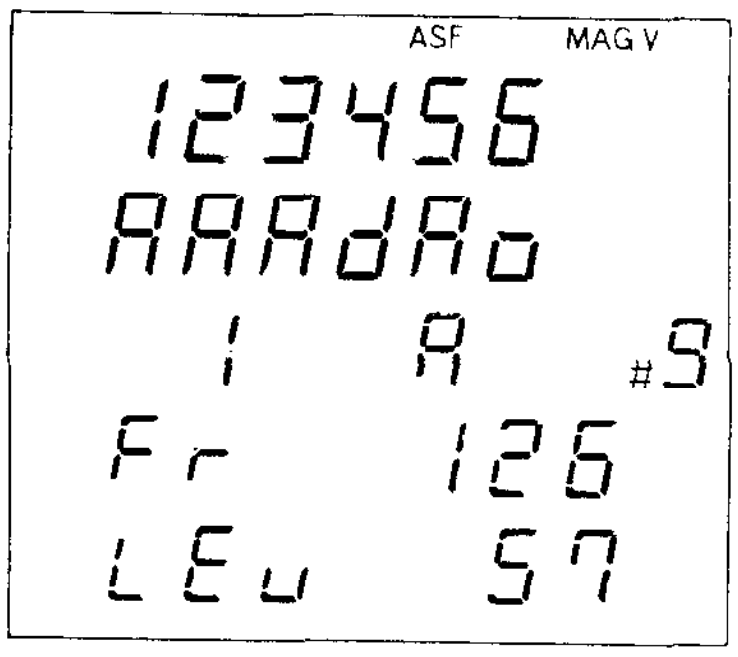

Fig. 41 Function #9 Screen
1. Press [#] and [9]. Filter numbers are displayed on the top line in the secondary function #9. See Fig.41. When the unit is first turned on after